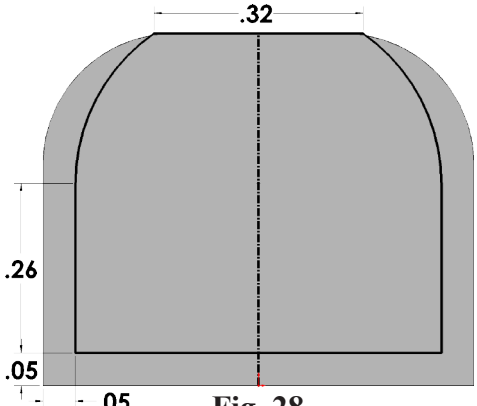

Fig. 28
Step 14. Click **Mirror Entities** on the Sketch toolbar, **Fig. 28**.